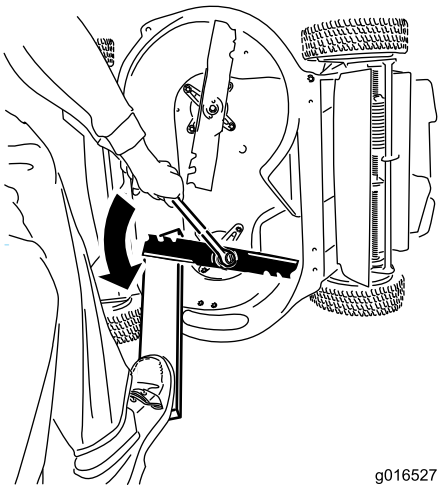

Rysunek 38
1. Użyj drewnianego klocka, aby przytrzymać wszystkie ostrza bez ruchu i obróć śrubę ostrza w lewo, jak pokazano na Rysunek 38.